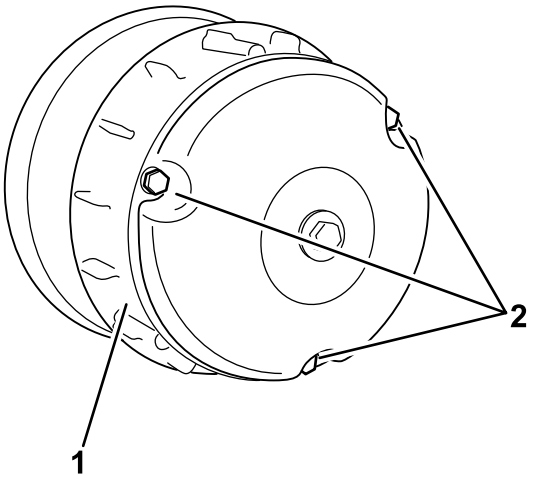

Figur 50
2. Lossa de tre skruvarna som fäster kåpan på kopplingen och ta bort kåpan (Figur 50).
4. Montera kopplingskåpan och fäst den med de tre skruvarna (Figur 50) som avlägsnades i 2.